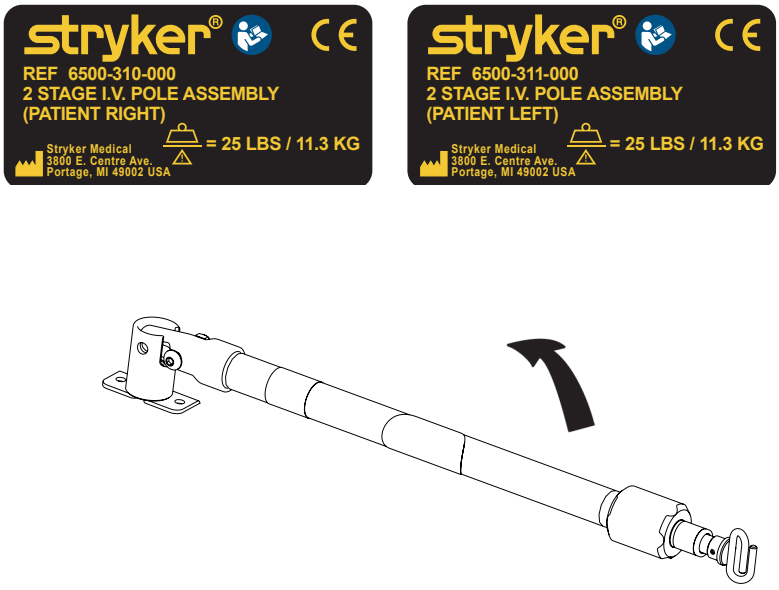

Figura 61
1. Levante y haga girar la barra del soporte desde la posición de almacenamiento y empuje hacia abajo hasta quede bloqueada en el receptáculo (A).
2. Para aumentar la altura del soporte, gire el bloqueador (B) hacia la izquierda y tire hacia arriba la parte telescópica (C) del soporte para elevarla hasta la altura deseada.
3. Gire el bloqueador (B) hacia la derecha para fijar la parte telescópica en ese lugar.
4. Cuelgue las bolsas de líquido intravenoso en el gancho para líquidos intravenosos (D).
5. Gire el bloqueador (B) hacia la izquierda y deslice la sección (C) dentro del tubo de la parte inferior.
6. Gire el bloqueador (B) hacia la derecha para apretarlo.
7. Levante y gire el soporte hacia abajo en la posición de almacenamiento (véase la Figura 61).